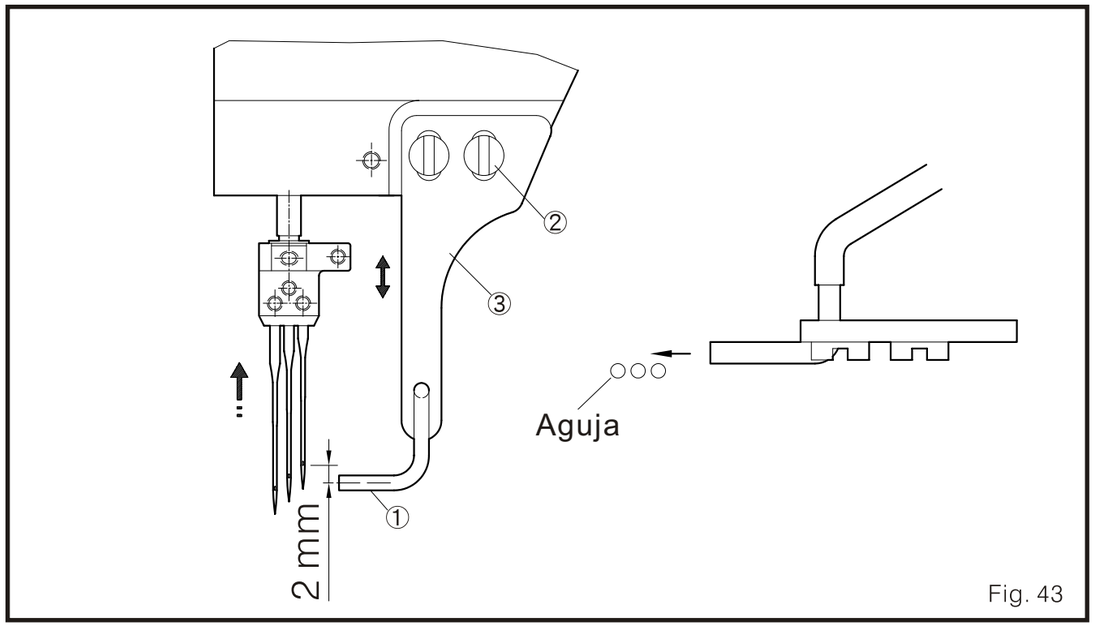

Fig. 43
1. Ajustar el golde del rebordeador inferior (Fig. 43)
1. Cuando la aguja esta en el punto muerto superior. la posición vertical del nivelador de soplado de aire 1 esta centrado en el ojal a 1.2mm más abajo que el centro del ojal de la aguja derecha, y también el mencionado nivelador esta detrás del ojal de la aguja (Fig. 43)